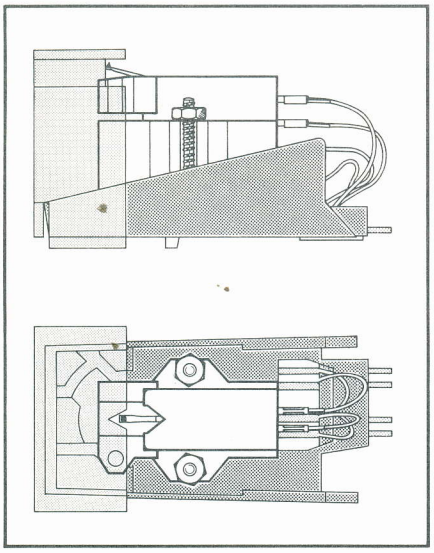

Fig. 12
1. To mount the cartridge, detach the cartridge holder ⑤ from the tonearm by pressing the tonearm lift backward ④ while holding the cartridge holder with your hand to prevent its falling down when the lock is released.
2. Using the hardware provided, mount the cartridge on the cartridge holder, Use the gauge to make sure that the cartridge is mounted in the geometrically proper place in the cartridge holder (fig. 12).